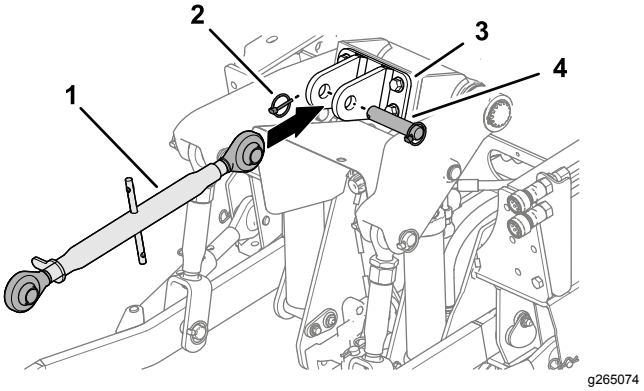

Rysunek 16
3. Zamocuj górny łącznik 3-punktowy (Rysunek 16) w zespole jezdnym, jeżeli został zdemontowany.